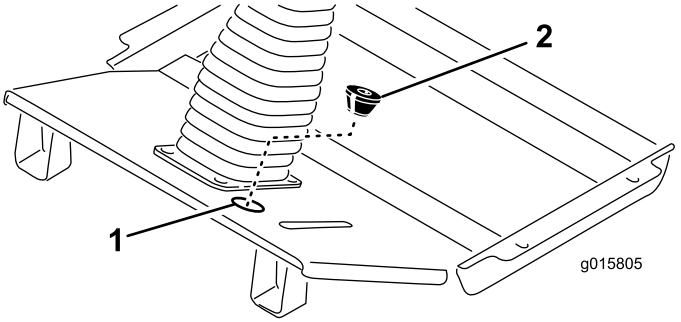

図 10
- ハーネスの一端部（コネクタが5個ついている）を、フロアプレートの打ち抜き穴に通す（図 10）。
- ハトメ（付属品）にスリットを切り込み、下側の開口部に切り込みを作る（図 10）。先の細くなっているほうが下になるようにしてハトメをワイヤハーネスに通し、フロアパネルの打ち抜き穴にはめ込む。